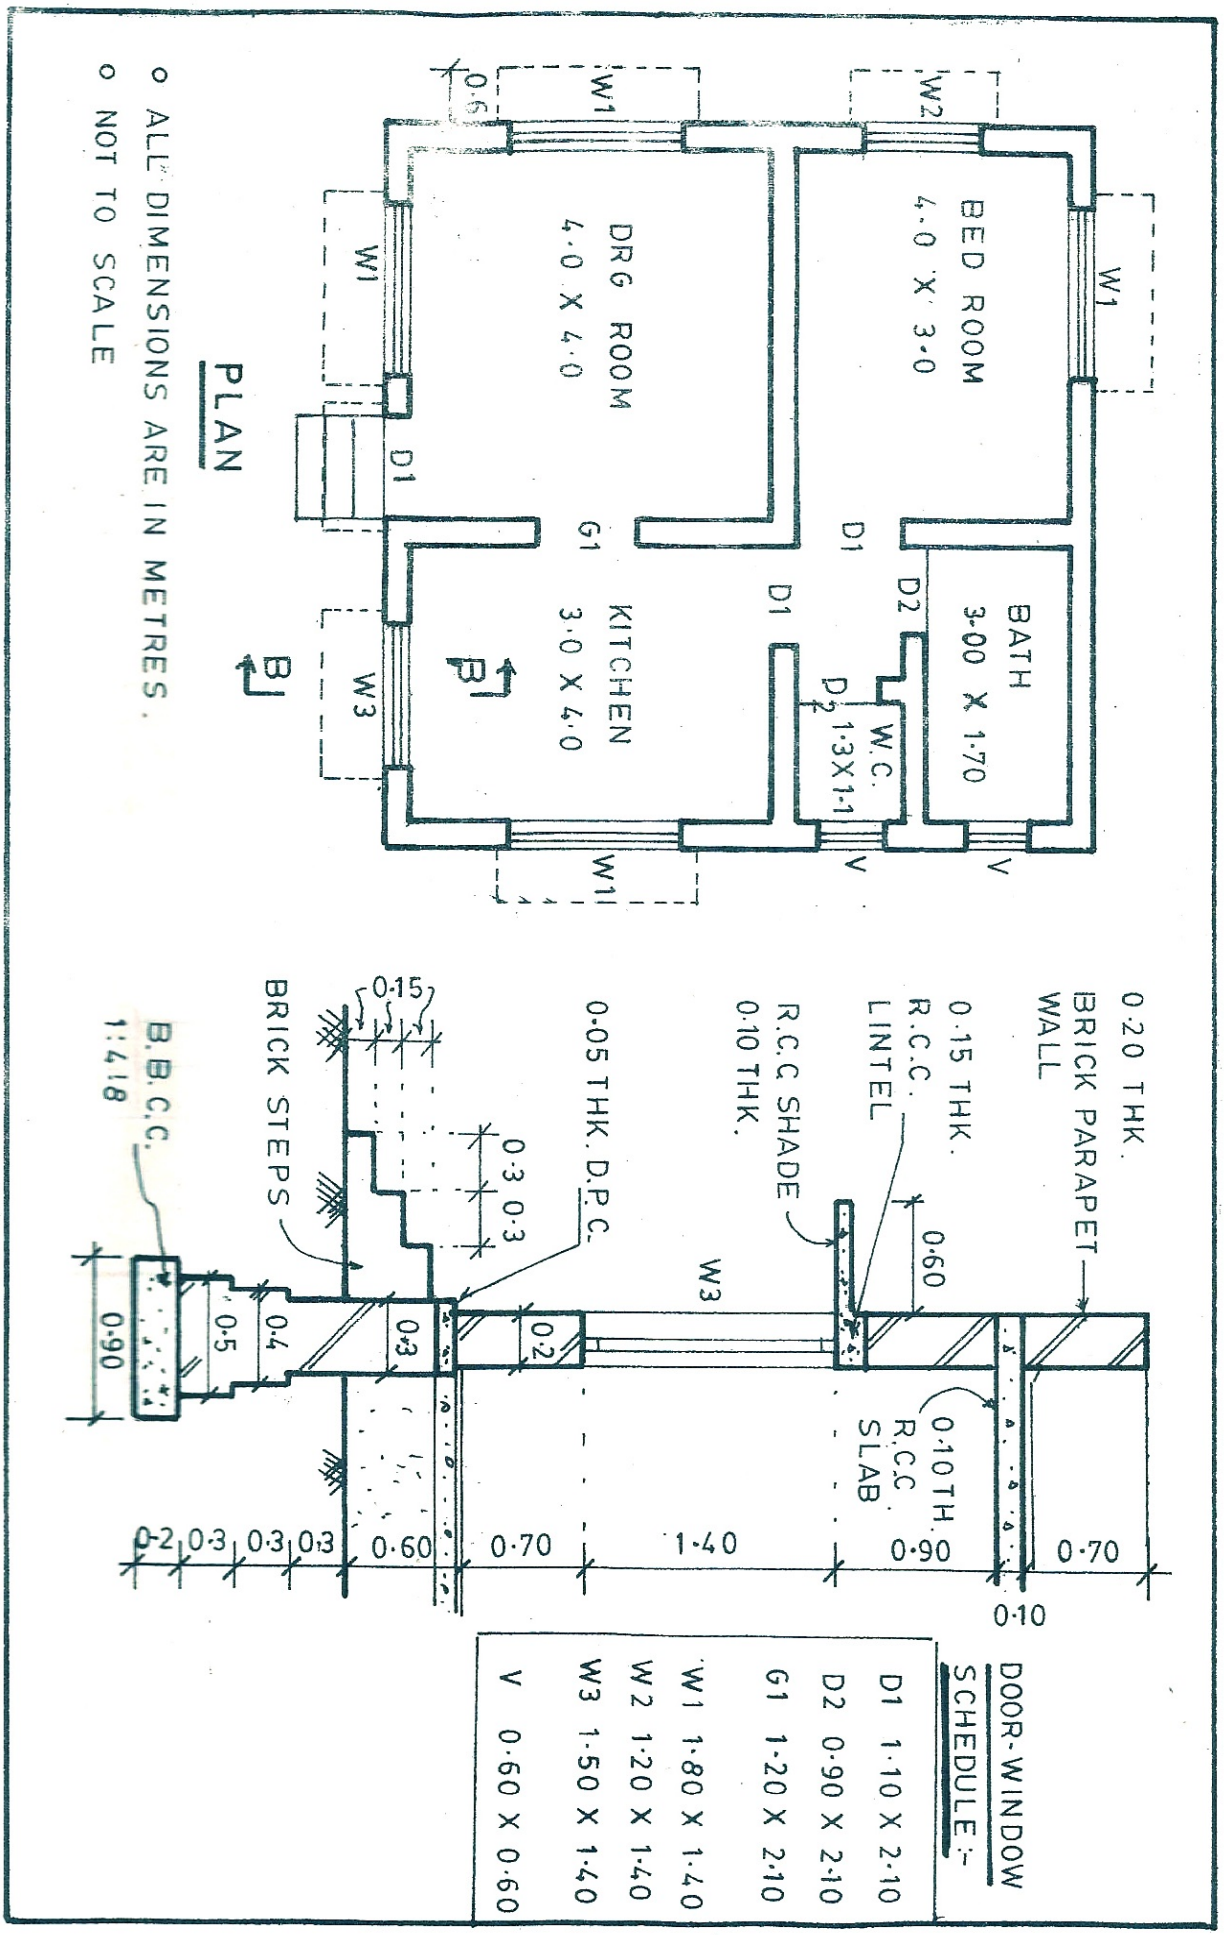

Figure 2 Residential Building
Q.3 (a) For Fig. 2. Work out Excavation for foundation. **03**
(a) For Fig. 2. Work out DPC at Plinth **03**
(b) For Fig. 2. Work out 1st class brick work in 1:6 C.M up to plinth **03**
(b) For Fig. 2. Work out flooring for Drawing Room, Bed Room & Kitchen **03**
(c) For Fig. 2. Work out Inside smooth plaster in Drawing Room & Kitchen (1:3) **04**
(c) For Fig. 2. Work out 1st class brick work in 1:6 C.M for Super Structure **04**